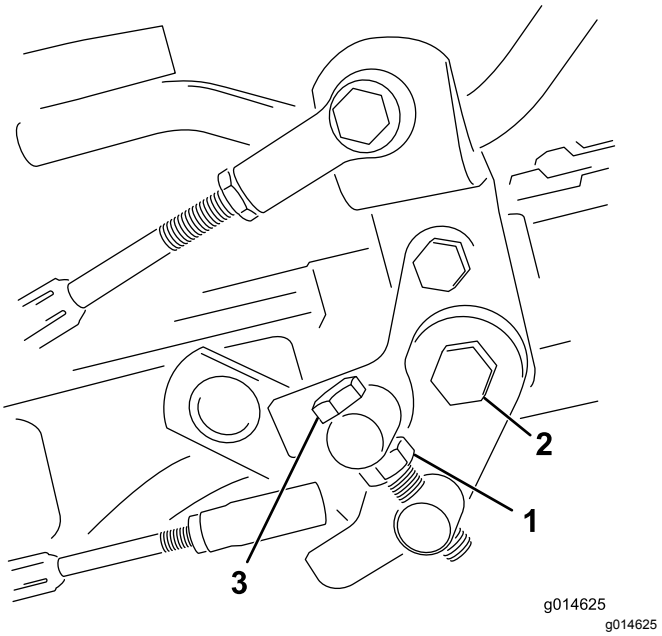

Figur 53
1. Løsne låsemutteren på vuggetappbolten (Figur 53).
4. Stram låsemutteren på vuggetappbolten og mutteren på pedaltappen for å låse justeringen (Figur 53). Sjekk justeringen, og juster etter behov.